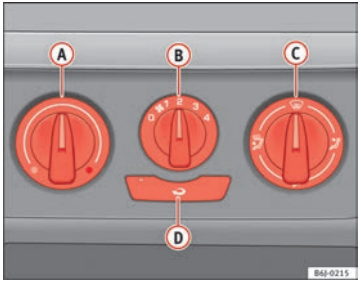

Fig. 91 Heating controls on the dash panel
– Turn the temperature selector ⇒ fig. 91 (A) anti-clockwise.
– Turn blower switch (B) to any of the head settings 1-4.
– Set the airflow to the desired direction using air distribution control (C).
– Turn the temperature selector ⇒ fig. 91 (A) clockwise to select the desired temperature.
– Turn blower switch (B) to any of the head settings 1 -4.
– Turn the temperature selector ⇒ fig. 91 (A) clockwise to reach the maximum temperature.
– Turn the blower switch (B) to setting 4.
– Close outlet (3).
– Open and turn outlet (4) towards side windows
– Turn the temperature selector ⇒ fig. 91 (A) to the heating area.
– Turn blower switch (B) to any of the head settings 2 -3.
– Close outlets (3)
– Open and turn outlets (4) towards side windows